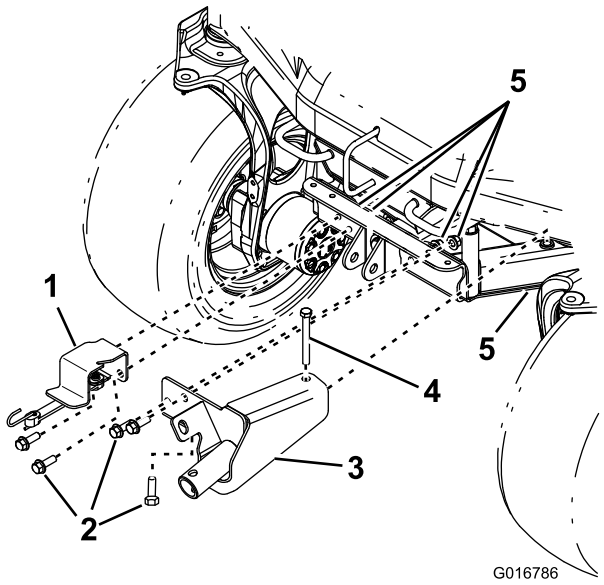

Figur 5
2. Fastgør støttebeslaget til donkraften på maskinstellet med 2 sekskantede flangehovedbolte og 2 låsemøtrikker (Figur 5).
3. Monter donkraftbeslaget på maskinstellet med 3 sekskantede flangehovedbolte (1/2 x 1-1/2 tomme), en sekskantbolt (1/2 x 4-1/2 tomme) og 4 låsemøtrikker (Figur 5).